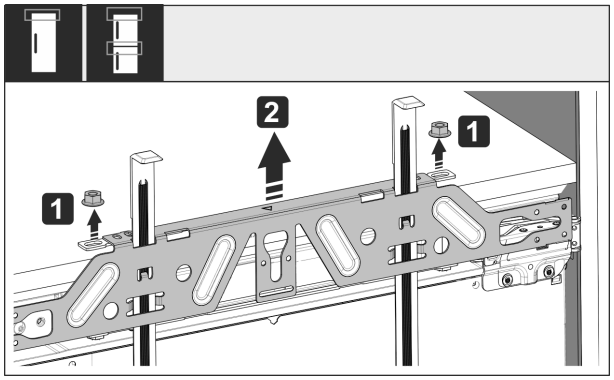

Fig. 54
▶ Svitare i controdadi *Fig. 54 (1)*.
▶ Togliere la traversa di fissaggio *Fig. 54 (2)*.